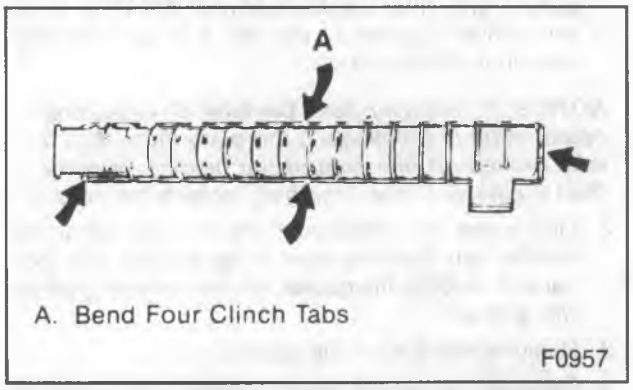

Figure 34—Sealing the Tank to the Radiator Core
9. Position the tank and gasket to the header, clamp it in place and secure it by bending four clinch tabs as shown in figure 34.